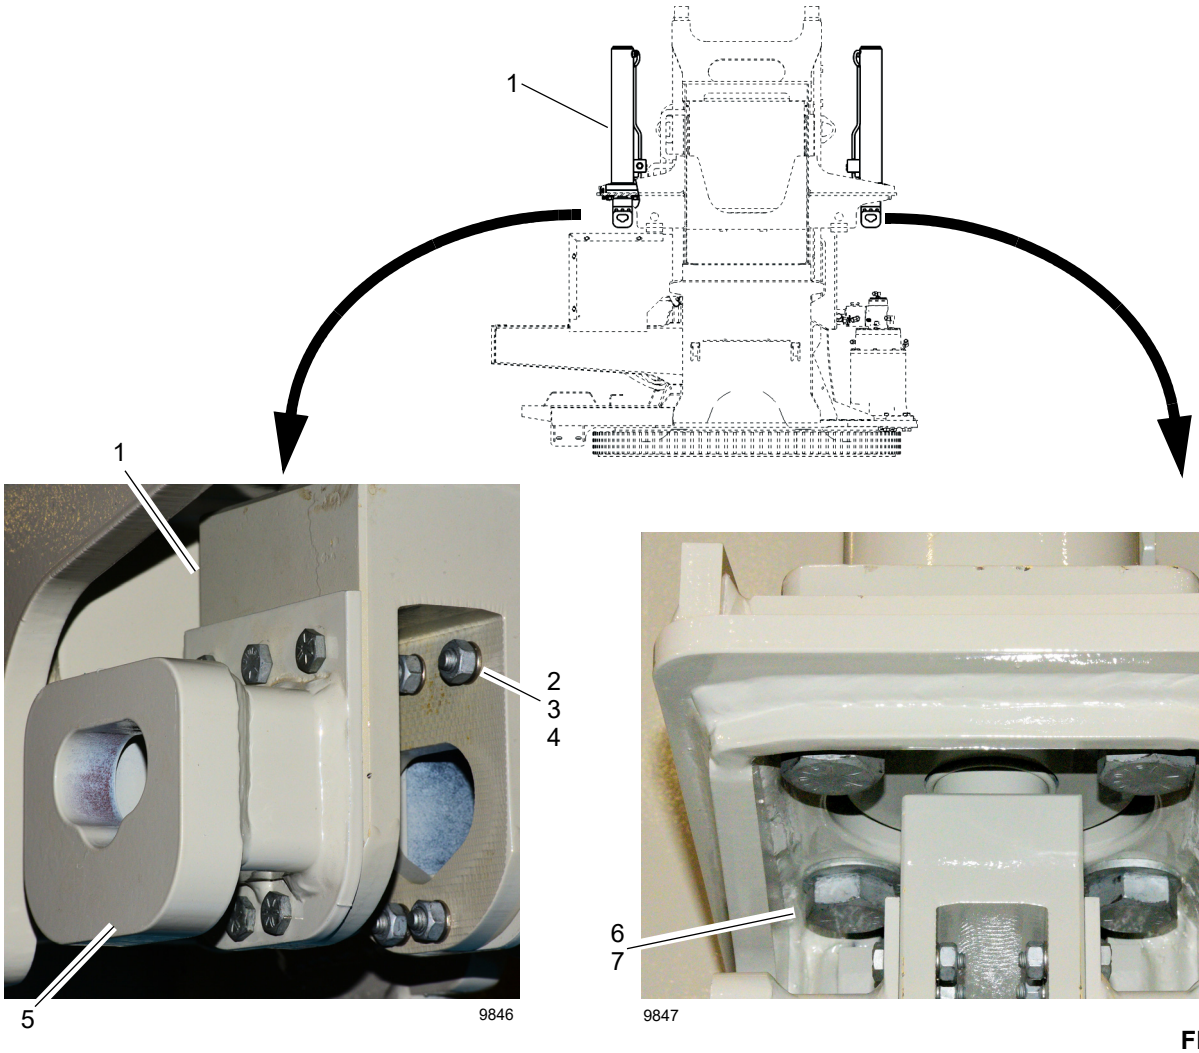

FIGURA 5-6
2. Retraia completamente o cilindro do contrapeso (1, Figura 5-6).